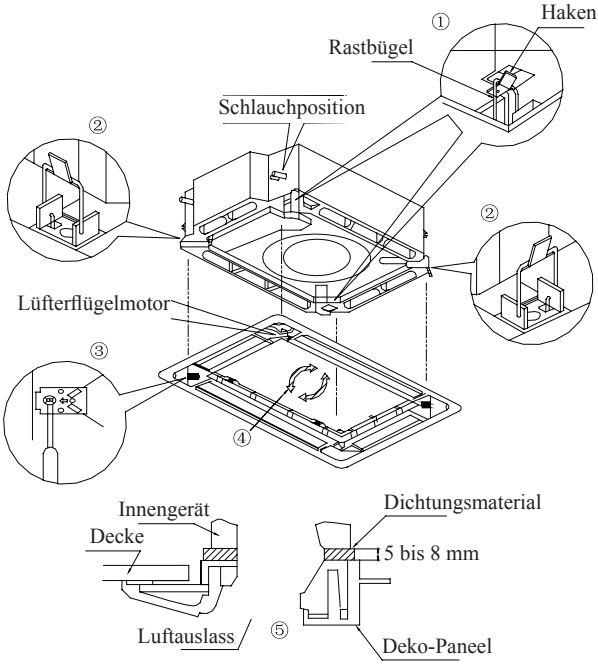

Abb. 13
1. Das Paneel am Körper des Innengeräts ausrichten, indem der Lüfterflügelmotor des Paneels bündig zur Position der Leitungen des Innengeräts ausgerichtet wird (siehe Abb. 13).
① Gleichzeitig auch das Paneel des Innengeräts einbauen. Für die Installation die Rastbügel in den Haken auf der Gegenseite der Lüfterflügel am Paneel des Innengeräts einhängen. (2 Positionen)
② Die anderen beiden Rastbügel an den Seiten des Innengeräts einhängen. (Darauf achten, dass sich das Motorkabel nicht im Dichtungsmaterial verfängt.)
③ Die 4 Sechskantschrauben unter den Rastbügeln um ca. 15 mm anziehen. (Das Paneel könnte sich anheben.)
④ Das Paneel durch das Drehen in Pfeilrichtung gemäß Abb. 13 nachstellen, damit das Adapterpaneel korrekt zur Decke ausgerichtet ist.
⑤ Die Schrauben anziehen bis das Dichtungsmaterial zwischen dem Paneel und dem Innengerät eine Dicke von 5–8 mm aufweist.